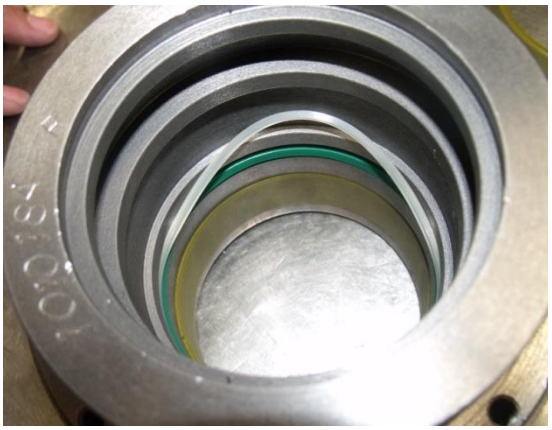

Figure 9
1. Install sealing parts of cylinder (refer to figure 9).